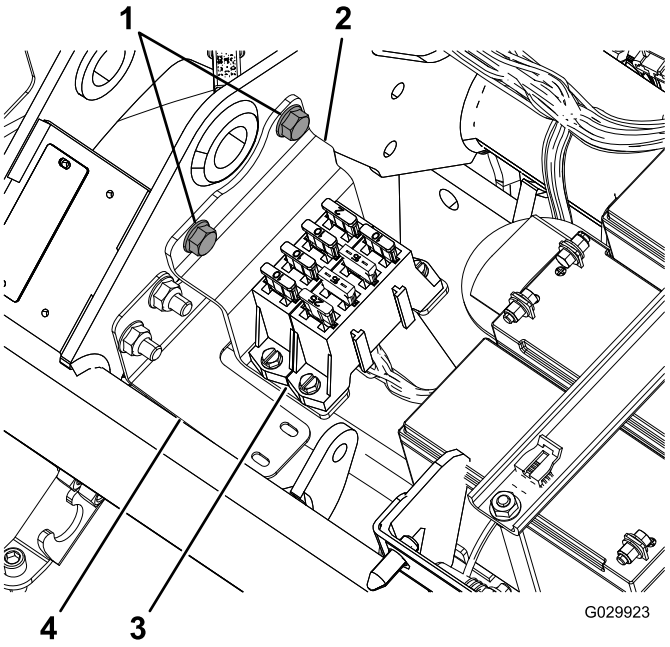

Figure 2
8. Remove the mounting bracket that holds the fuse block under the seat (Figure 2).
Note: Follow the profile of the harness bracket; refer to Figure 2.